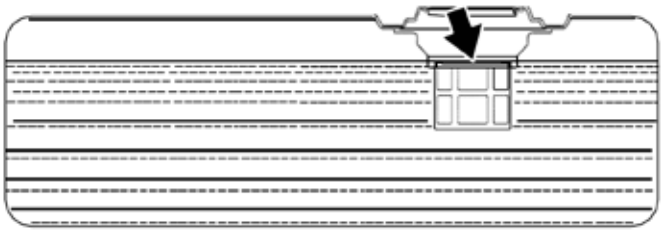

Figura 7 - Nivel máximo de llenado de gasolina
6. Lentamente agregue gasolina al tanque de combustible. Tenga mucho cuidado de no llenar demasiado el tanque. El nivel de gasolina NO debe ser más alto que el cuello de llenado (consulte la Figura 7).